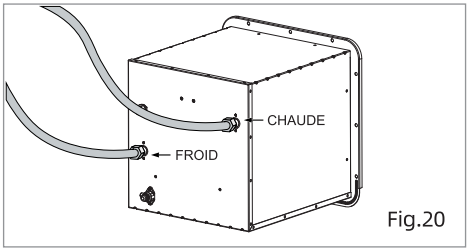

Fig.20
1. Raccordez les conduites d'eau CHAUDE et d'eau FROIDE aux raccords appropriés NPT ½ po. (Fig.20)